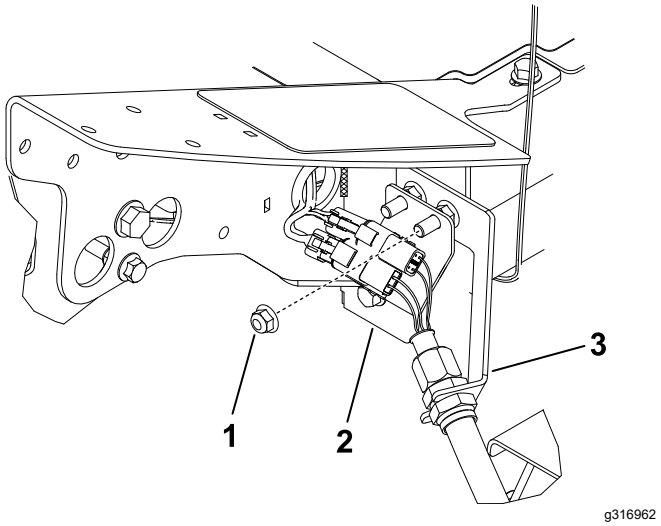

Figur 26
1. På ramens främre vänstra hörn (plats för klippenhet 4) tar du bort den extra flänsmuttern på skruven som fäster motorväggsfästet på maskinen (Figur 26).
3. Sätt kontaktdonsplattan på fästskruvarna på motorväggen, med kontaktdonen orienterade i enlighet med Figur 26.